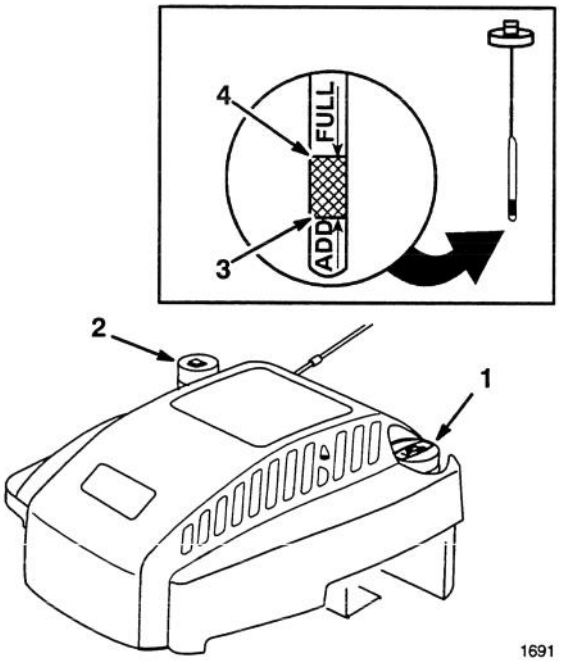

Abbildung 6
Vor jedem Gebrauch sicherstellen, daß sich der Ölstand zwischen VOLL und NACHFÜLLEN befindet (Abb. 6). Öl nachfüllen, falls der Ölstand zu niedrig ist.
3. Den Ölmeßstab abwischen und in den Einfüllstutzen stecken. Die Verschlußkappe um eine Vierteldrehung drehen. Den Meßstab wieder herausziehen und den Ölstand prüfen (Abb. 6). Ist der Ölstand niedrig, den Ölstand nur bis zur VOLL-Markierung auffüllen. **NICHT ÜBER DIE VOLL-MARKIERUNG ANFÜLLEN, DENN DER MOTOR KÖNNTE BEIM STARTEN BESCHÄDIGT WERDEN; ÖL LANGSAM EINFÜLLEN.**
1. Rund um den Kraftstofftankverschluß reinigen (Abb. 6) und die Kappe vom Tank entfernen. Bei bleifreiem Benzin den Kraftstofftank bis 6-13 mm unter den Einfüllstutzen füllen.